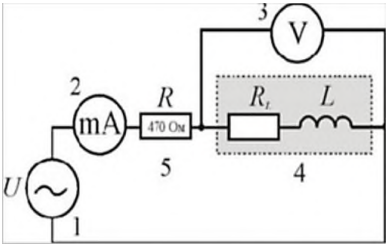

Рис. 1. Электрическая схема:
Электрическая схема установки показана на рис. 1, монтажная – на рис 2.
3. Включите кнопками «Сеть» питание блока генераторов напряжения и блока мультиметров. Нажмите кнопку «Исходная установка» (поз. 19, см. рис. 1 на стр. 93). Загорится индикатор (поз. 6, см. рис. 1 на стр. 93) сигнала синусоидальной формы.
4. Кнопками установки частоты «0.2 – 20 кГц» (поз. 11, см. рис. 1 на стр. 93) установите максимальное значение частоты 4 кГц. С помощью кнопок установки уровня выхода «0 - 15 В» (поз. 10, см. рис. 1 на стр. 93) установите значение тока в цепи в пределах от 2 до 7 мА. При этом фиксированном значении тока, изменяя частоту тока ν в соответствии с заданием (табл. 1), измеряйте и записывайте в таблицу 1 для каждого значения ν напряжение U на катушке.
2. Подключите катушку L без сердечника. Включите кнопками «Сеть» питания блока генераторов напряжения и блока мультиметров. Нажмите кнопку «Исходная установка» (поз. 19, см. рис. 1 на стр. 93). Кнопками установки частоты «0.2 – 20 кГц» (поз. 11, см. рис. 1 на стр. 93) установите частоту тока 1…3 кГц